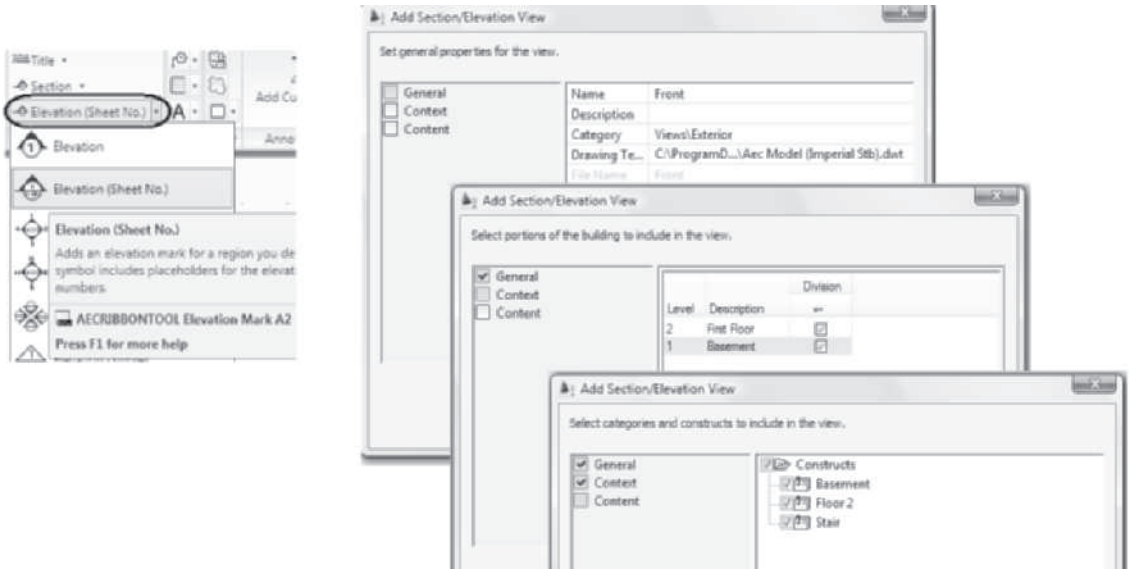

FIGURE 12.65 *Editing the Add Section/Elevation View dialog box*
7. Choose the Annotate tab and double-click Annotation Tools of the Tools panel. Select **Elevation (Sheet No.)** from the Elevation flyout on the **Callouts** panel as shown in Figure 12.65. Respond to the workspace prompts as follows:
(Edit the Add Section/Elevation View *dialog box as shown in* Figure 12.65 *as follows: type* Front *in the* Name *field, edit Category to* Views\Exterior*, click* Next*, check level* 1 [G] *and level* 2 [1] *for the division* 1 *of the* Context *page as shown in* Figure 12.65*, click* Next *to open the* Content *page, and check* Constructs*,* Floor 2*,* Basement*, and* Stair*. Click* Finish *to close the dialog box.)*